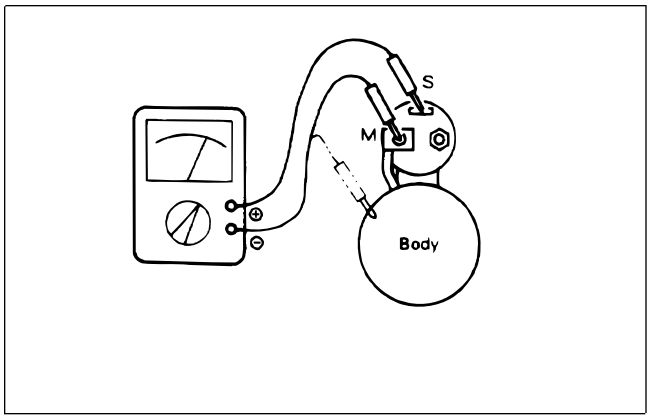

Figure 46
10. Check the magnetic switch for continuity between terminals “S” and “M” and between terminals “S” and body (Fig. 46). If there is continuity (or zero ohm is indicated), replace the magnetic switch.